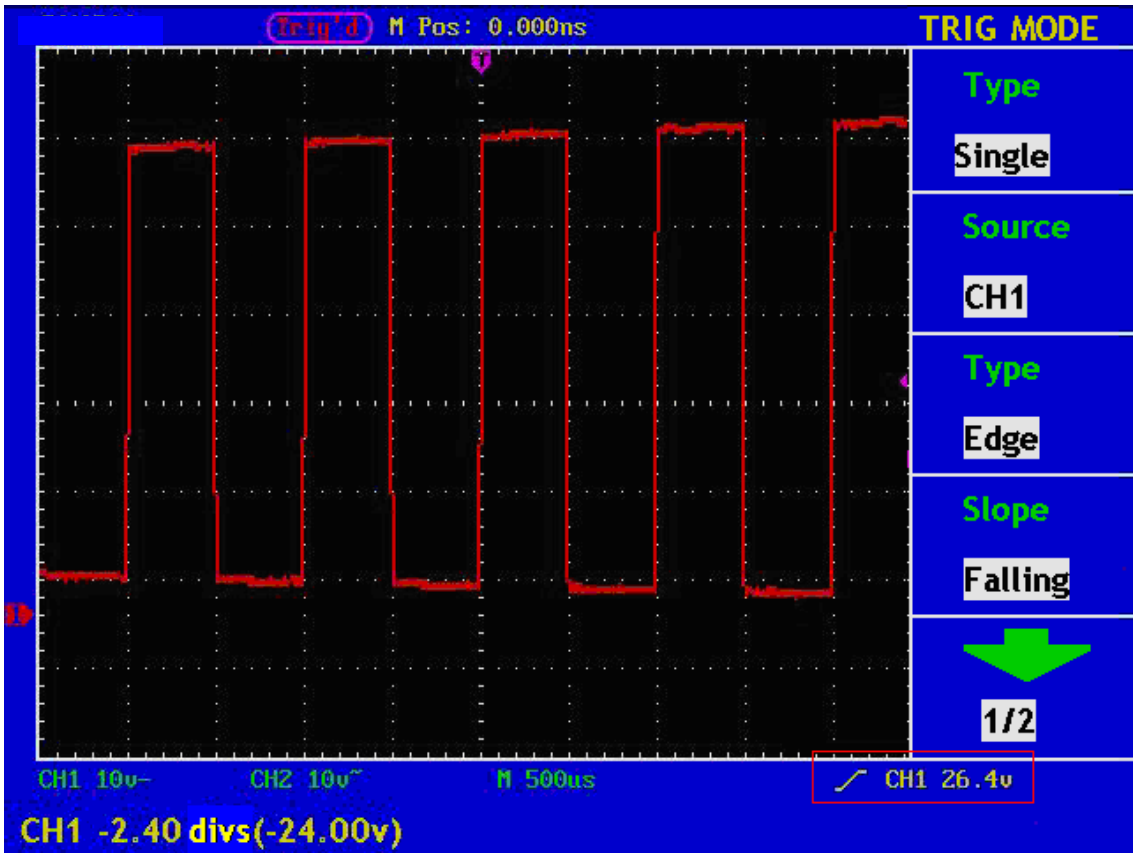

Abb. 27 Wellenform-Anstiegsflanke getriggert
6. Drücken Sie die Menüwahltaste **F5** und drücken Sie dann die Menüwahltaste **F2** und wählen Sie **AUTO** bei Coupling. Der Bildschirm wird angezeigt wie in Abb. 27.
Der Bildschirm wird angezeigt wie in Abb. 27.